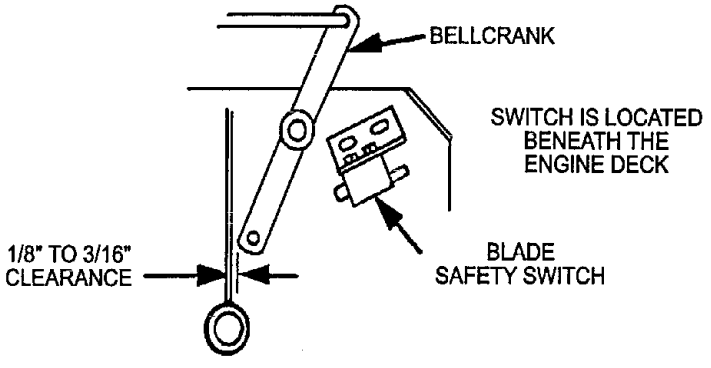

**FIG. 10**
b) With blade drive engaged, adjust the linkage length to obtain 1/8" to 3/16" clearance between the lower end of the bellcrank and the axle support gusset (See Figure 10).